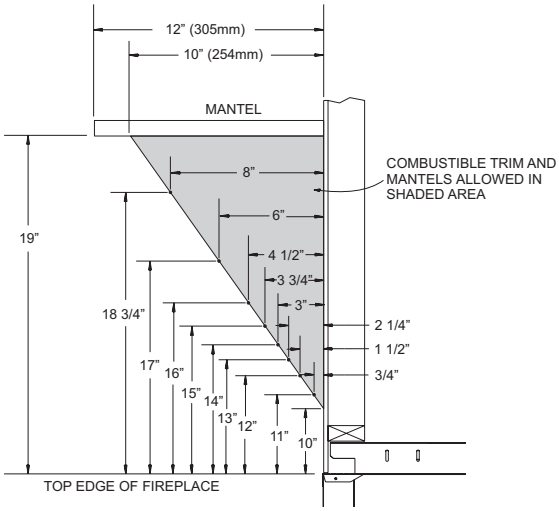

**Figure 3**
**Mantel Chart (Figure 3)**
Finish the walls with the material of your choice. **Figure 3** on page 8 shows the minimum vertical and corresponding maximum horizontal dimensions of mantels or other combustible projections above the top front edge of the fireplace.